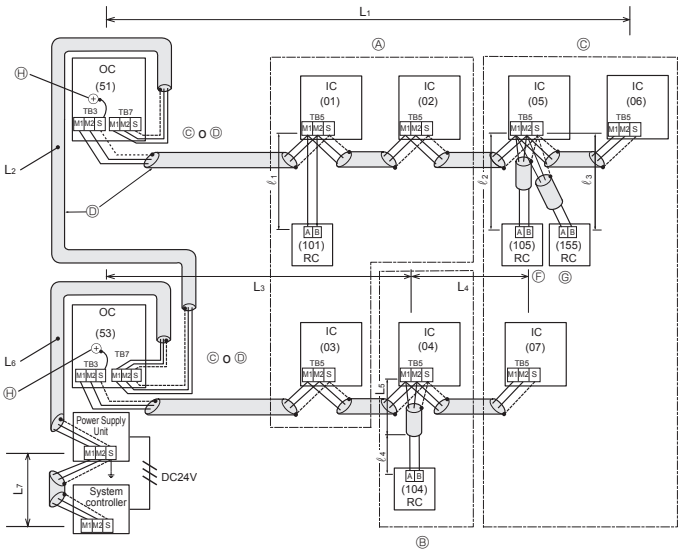

Fig. 6-2
■ **Controlador remoto M-NET (Fig. 6-2)**